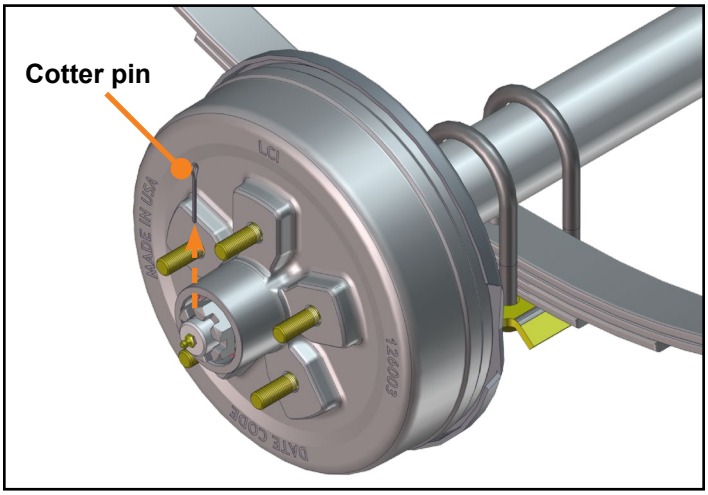

Fig.4
1. Using a pair of pliers, pull the cotter pin from the spindle nut and discard the cotter pin **(Fig. 4)**.